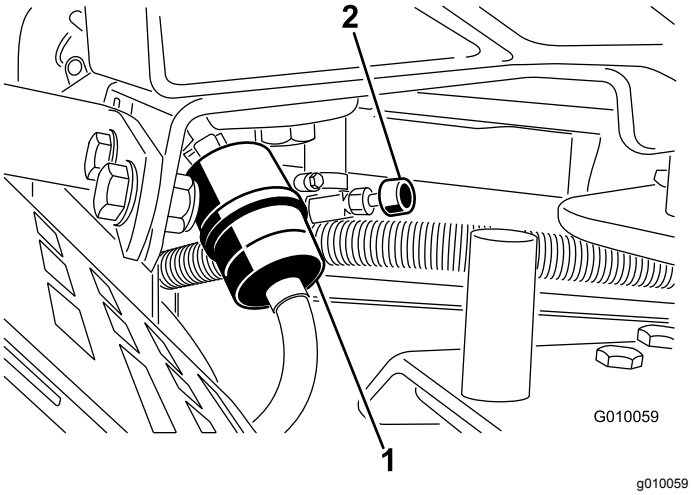

Rysunek 52
2. Zamknij zawór odcięcia paliwa (Rysunek 52).
3. Ściśnij końce obejm przewodu i odsuń je od filtra (Rysunek 52).
5. Zamontuj nowy filtr i przesuń obejmy przewodu w pobliże filtra (Rysunek 52).
7. Otwórz zawór odcięcia paliwa (Rysunek 52).
3. Poluzuj zacisk przewodu na filtrze paliwa i przesuń go w górę przewodu paliwowego, odsuwając go od filtra (Rysunek 52).
4. Zsuń przewód paliwowy z filtra paliwa (Rysunek 52). Otwórz zawór odcięcia paliwa i poczekaj, aż paliwo spłynie do kanistra lub do miski drenażowej.
5. Zainstaluj przewód paliwowy na filtrze paliwa. Przesuń zacisk przewodu blisko filtra paliwa w celu zamocowania przewodu paliwowego (Rysunek 52).